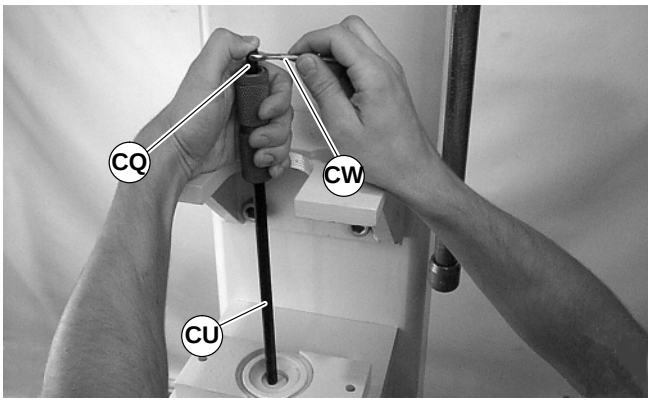

Abbildung 40
2. Das Lagerausbauwerkzeug (CQ) in der richtigen Position halten. Dabei das Verlängerungswerkzeug (CU) Teilnr. 25–08, in die entgegengesetzte Seite der Antriebsrolle einführen (CR). Das Lagerausbauwerkzeug drehen (CQ), bis die Sechskantspitze des Verlängerungswerkzeugs (CU) in die Schraube des Lagerausbauwerkzeugs greift (CV).
3. Unter Beibehalten der Position des Verlängerungswerkzeugs (CU) mit einem Schlüssel (CW siehe Abbildung 40) das Lagerausbauwerkzeug rotieren (CQ), um das konisch erweiterte Ende des Werkzeugs zu spreizen.